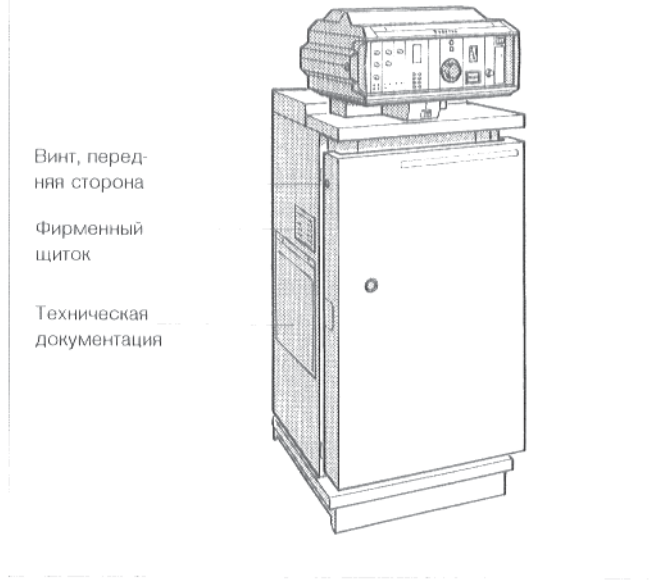

Рис. 14. G_124 L Lownox, в полностью смонтированном виде
- Закрутить крепежные болты в передней стенке котла (рис. 14).
- Фирменную табличку и прозрачный карман с технической документацией (рис. 14), следует перенести с левой боковой стороны на правую, если они там лучше видны.